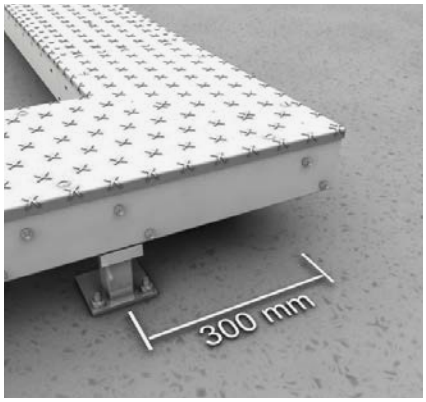

Fig. 1: Support distance
2. The following applies to all shaped parts, changes in direction or open ends: The maximum distance of 300 mm in relation to the end of the shaped part and the support must be observed (see Fig. 1).